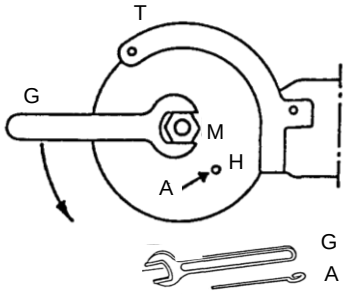

Abb. 7.2 – Lösen des Sägeblattes
2) Haltestift (A) in Bohrung Sägeblatt (H) stecken und mit Sägeblatt gegen Schutzhaube (T) drehen. Gabelschlüssel (G) auf Skt.-Spannmutter (M) setzen und in dargestellter Richtung öffnen, *s. Abb. 7.2*.
3) Skt.-Spannmutter (M) und Sägeblatt vorsichtig abnehmen.